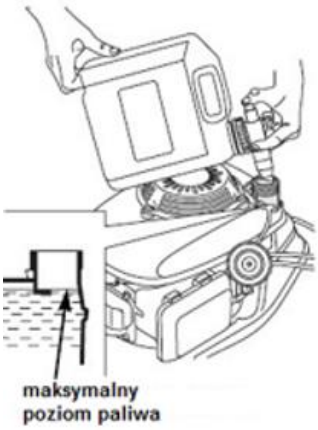

Rys. 8
2. Nalej ostrożnie paliwo. Nie przepełniaj zbiornika! Poziom max zaznaczono na Rys. 8.